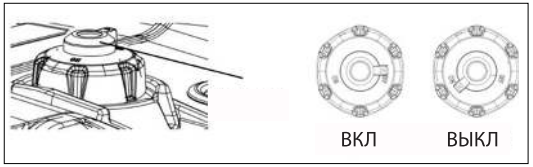

Рис. 19
- Модели iGX 2000 и iGX 2800 откройте клапан герметизации топливного бака (*Рис. 19*).